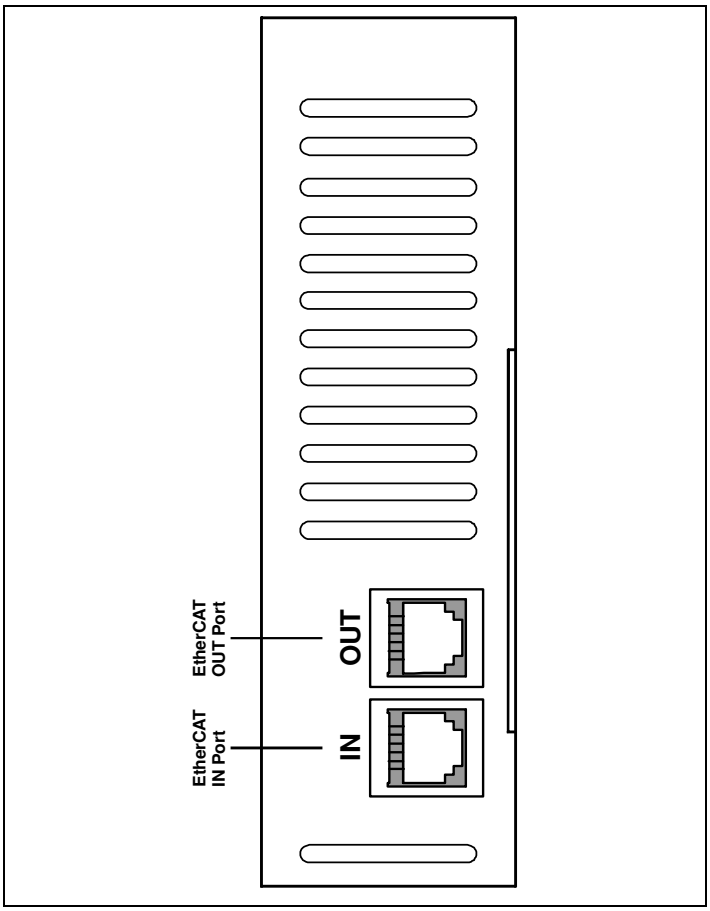

Fig. 6 – EtherCAT connectors (X-PLUS ET series drives high side view).
6.3- Fig. 6 shows the position of EtherCAT connectors located on the high side of the case.